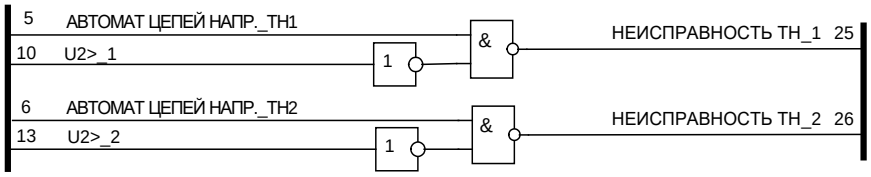

Рисунок 1.4.7 – Схема отсутствия неисправности ТН секций
- отсутствие неисправности ТН секций (рисунок 1.4.7);